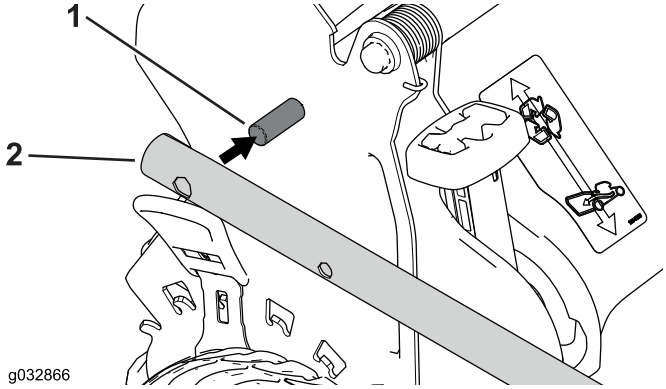

Figura 4
2. Instale los extremos del manillar en la carcasa del cortacésped, de modo que el pasador instalado en cada soporte del manillar se encuentre en el orificio inferior de su extremo del manillar relacionado (Figura 4).